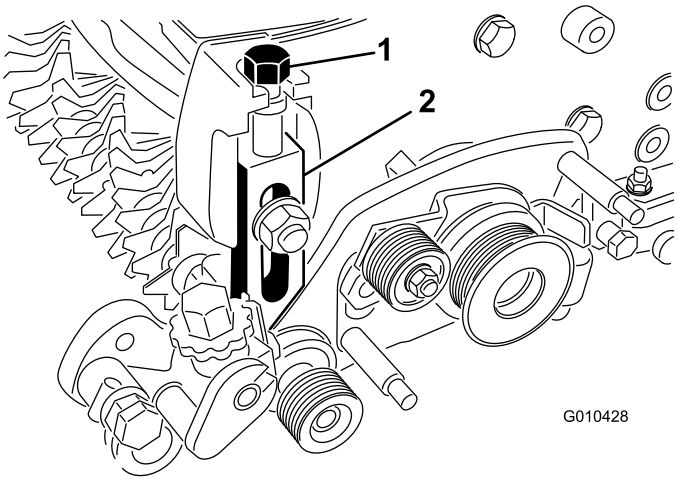

Figura 14
6. Aperte o parafuso de ajuste da altura de corte na parte superior do conjunto do braço de ajuste do lado esquerdo (Figura 14).
7. Instale o conjunto do braço de ajuste do lado esquerdo na placa lateral da unidade de corte usando o parafuso de carroçaria, porca e anilha existentes (Figura 14).
10. Aperte o parafuso de ajuste da altura de corte na parte superior do conjunto do braço de ajuste do lado direito (Figura 14).
12. Instale o conjunto do braço de ajuste do lado direito na placa lateral da unidade de corte usando o parafuso de carroçaria, porca e anilha existentes (Figura 14).